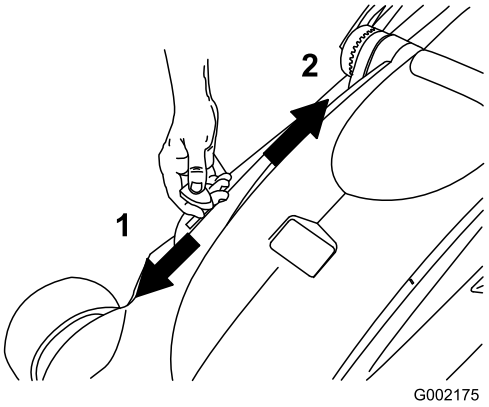

Bild 21
3. Schieben Sie den Hebel für Recycling/Kollektieren in die Stellung zum Kollektieren (Bild 21).
Hinweis: Wenn Sie vom Kollektieren zum Recycling wechseln möchten, schieben Sie den Hebel für Recycling/Kollektieren in die Stellung zum Recycling (Bild 21) und nehmen Sie den Fangkorb ab.